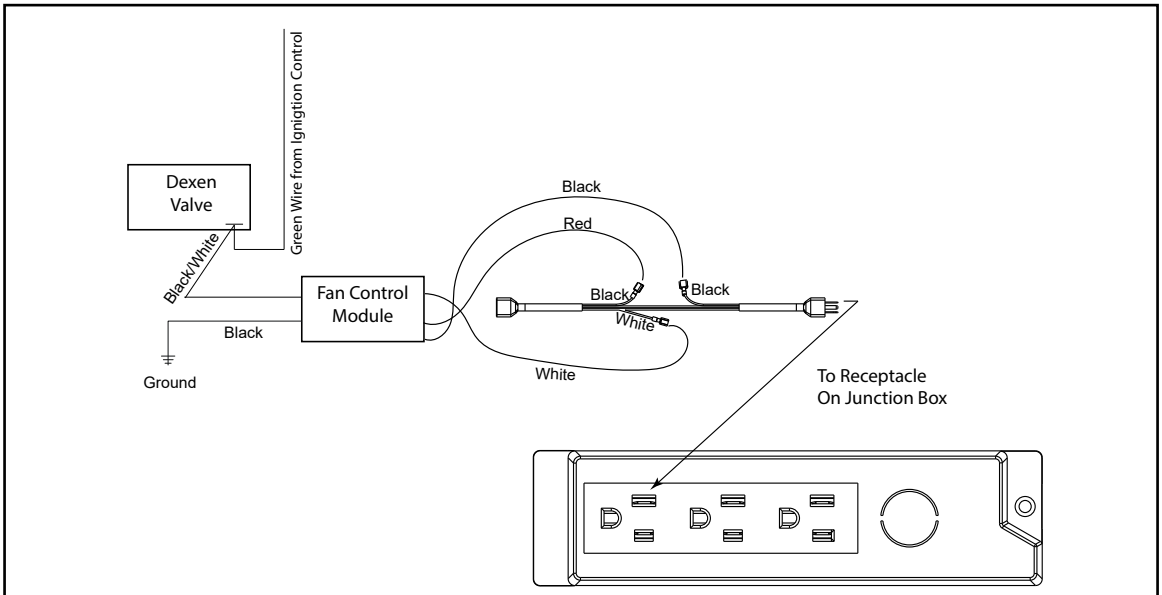

Figure 11 - Dexen (IPI) Wiring Diagram Without Spade Connectors
- Connect the black, white and red wires with 1/4 in. female connectors from fan control module to wire assembly as shown in Figure 11.